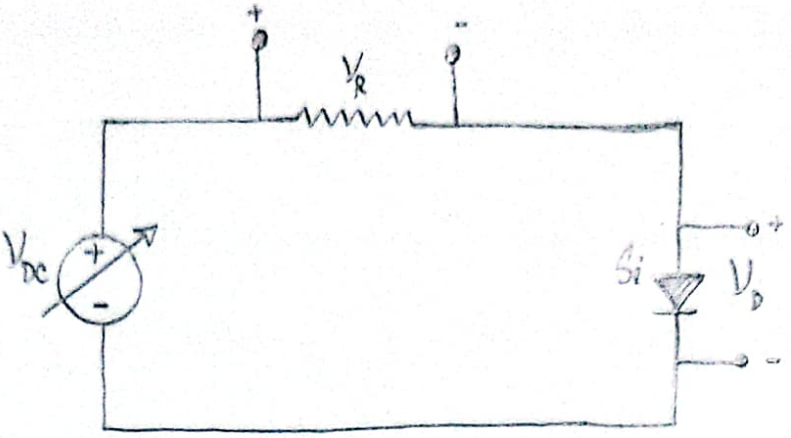

Fig: 1.2: Circuit diagrame for diode forward bias characteristics.
1. Connections are made as per the circuit diagram in Fig 1.2 using conventional diode.